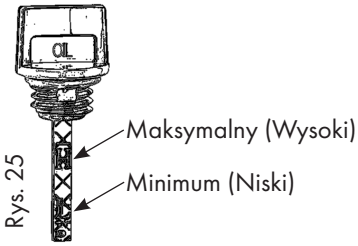

Rys. 25
- Odczytać poziom oleju, patrz także Rys. 25.
Pomiędzy górnym i dolnym oznaczeniem musi znajdować się film olejowy. Jeśli nie ma filmu olejowego, poziom oleju jest zbyt niski (Rys. 25). Dolej więcej oleju. H- High oznacza maksimum. L-Low oznacza minimum.